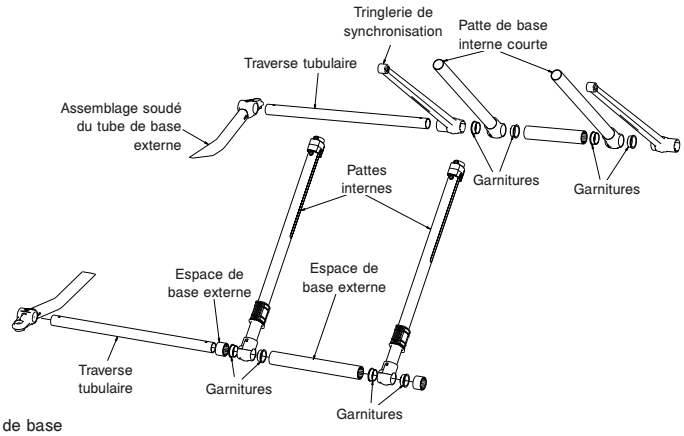

Figure 61
6. Retirer l'assemblage soudé du tube de base externe du côté qui est endommagé. Laisser le côté opposé en place pour supporter le cadre en X (consulter la Figure 61).
7. Glisser les traverses tubulaires à travers les pattes du cadre en X pour desserrer le cadre (consulter la Figure 61).
6. Retirer l'assemblage soudé du tube de base externe du côté qui est endommagé. Laisser le côté opposé en place pour supporter le cadre en X (consulter la Figure 61 à la page 60).
7. Glisser les traverses tubulaires à travers les pattes du cadre en X pour desserrer le cadre (consulter la Figure 61 à la page 60).
5. Retirer l'assemblage soudé du tube de base externe du côté qui est endommagé. Laisser le côté opposé en place pour supporter le cadre en X (consulter la Figure 61 à la page 60).
6. Glisser les traverses tubulaires à travers les pattes du cadre en X pour desserrer le cadre (consulter la Figure 61 à la page 60).